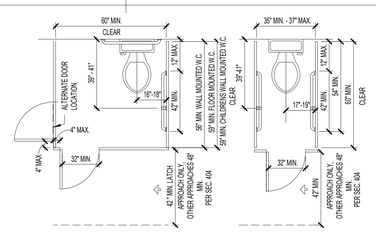

FIGURE 604.8.2
- A. AMBULATORY ACCESSIBLE COMPARTMENTS SHALL COMPLY WITH FIGURE 604.8.2